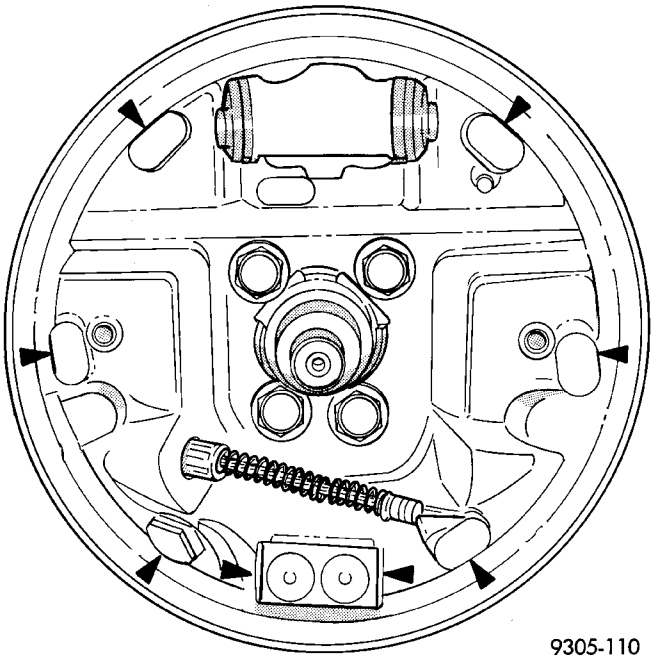

Fig. 88 Zonas de contacto de la zapata en la placa de apoyo
(1) Lubrique las ocho áreas de contacto de la zapata en la placa de apoyo y el anclaje con lubricante multipropósito Mopar o un equivalente (Fig. 88).
(2) Ensamble el conjunto de las zapatas de freno delantera y trasera, el tornillo del ajustador automático y el muelle de retroceso superior antes de su instalación en la placa de apoyo del freno.
(3) Instale las zapatas de freno ensambladas previamente, el tornillo del ajustador automático y el